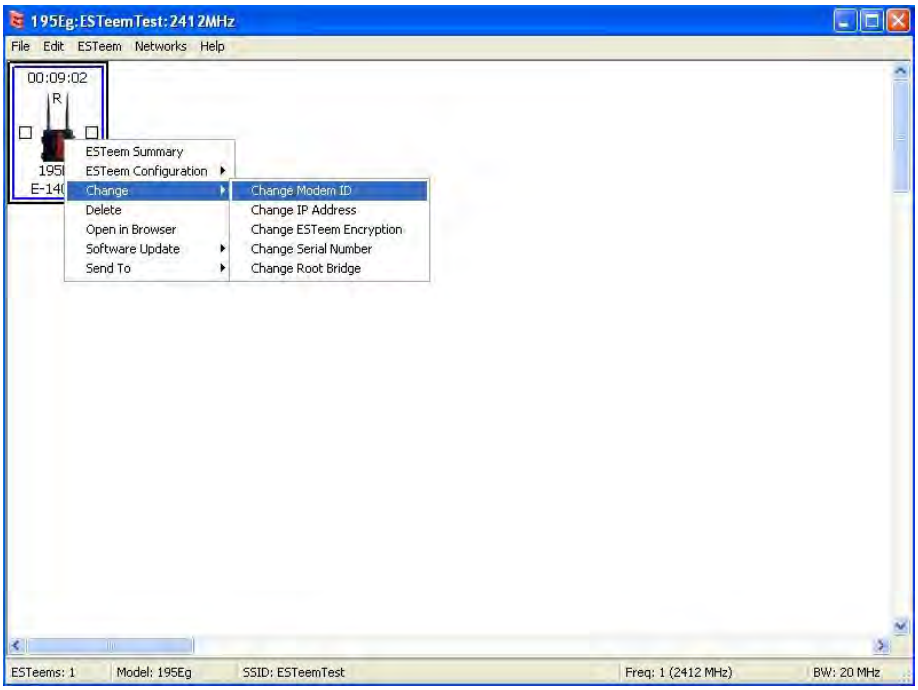

Figure 12: Change Modem ID
3. To change the name of the ESTeem Horizon from the WLAN MAC address to “Main Office” (or any other location name) to match the example configuration, Right-Mouse click on the ESTeem icon and select Change>Change Modem ID (Figure 12). Enter “Main Office” in the pop-up window and select OK.